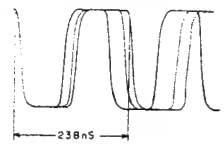

Fig. 4-107
(5) Carrier Frequency Adjustment (Figs. 4-107, 4-151)